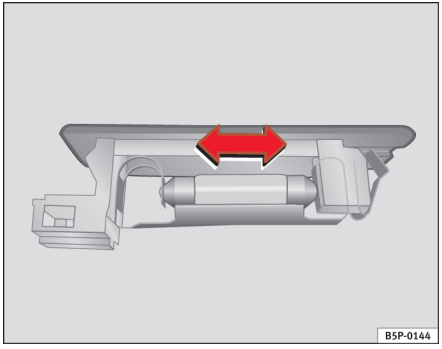

Fig. 158 Bagagerumslys
– Tryk pæren til side, og tag den ud af holderen ⇒ fig. 158. ■